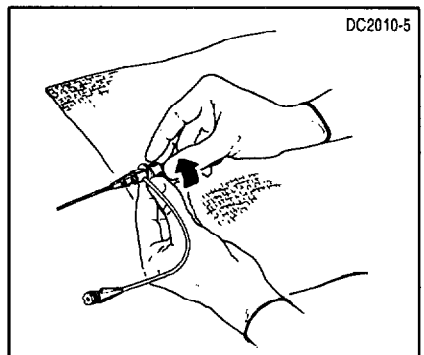

Figur 7. Låsning av sondens läge vid T-B-adaptern
8. Dra hårt åt låsmuttern på T-B-adaptern för att hålla sonden på plats (Figur 7). Sug ut all luft från sidoporten. Etablera en kontinuerlig eller intermittent hepariniserad spolning genom T-B-adapterns sidoportskoppling.